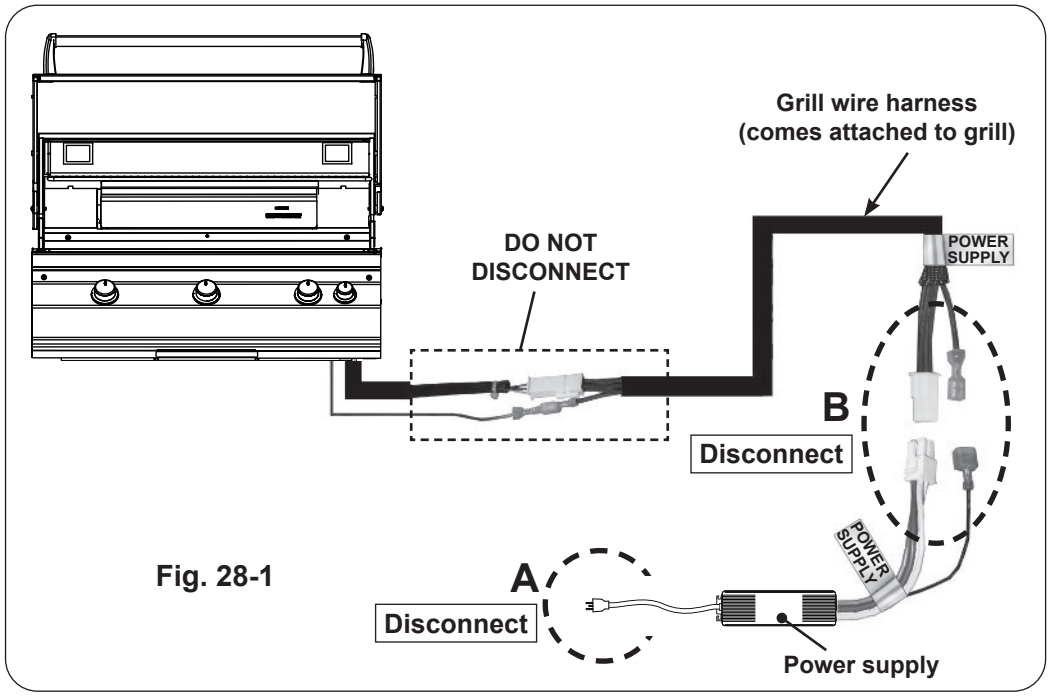

Fig. 28-1
1. Locate the power supply that is connected to the Aurora Grill and ensure the power cord is disconnected, if connected (see Fig. 28-1, A).
2. Disconnect the grill wire harness extension connectors from the power supply connectors (see Fig. 28-1, B).